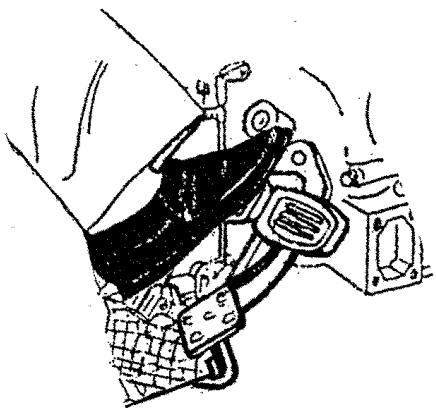

Fig.4-12 Braking Control
a. Generally, firstly reduce the foot throttle, step down the clutch pedal, and then gradually step down the brake pedal according to necessity (see Fig.4-12) to stop the tractor smoothly.